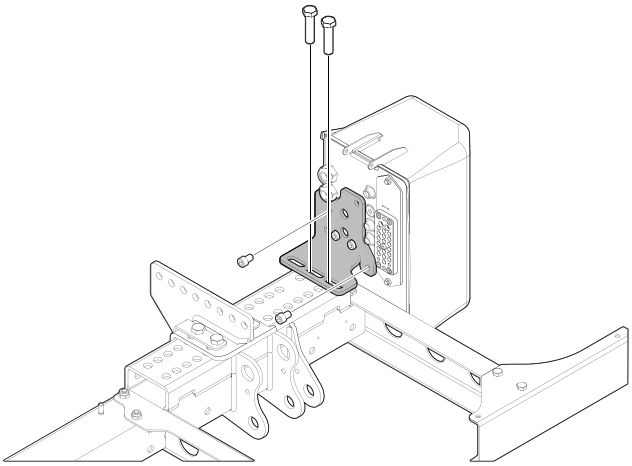
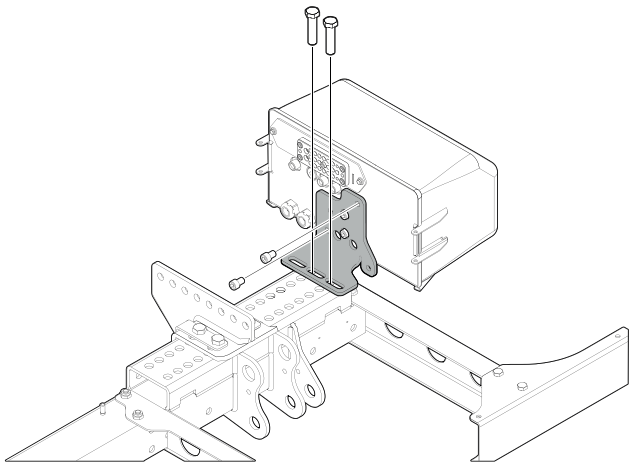

*Figura 18. Montaje vertical del grupo hidráulico*
*Figura 19. Montaje horizontal del grupo hidráulico*
2. Monte el grupo hidráulico en la estructura del elevador. El montaje se puede hacer vertical u horizontalmente consulte Figura 18 - Figura 19.